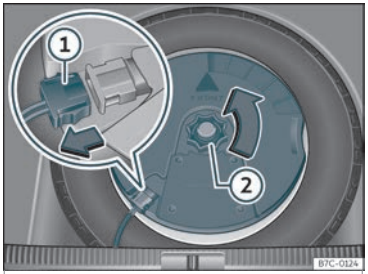

Abb. 198 Im Gepäckraum: Subwoofer ausbauen.
- Klemmen Sie das *Subwoofer*-Lautsprecher-Kabel ab››› **Abb. 198** ①.
- Drehen Sie das Befestigungshandrad entgegen dem Uhrzeigersinn heraus ››› **Abb. 198** ②.